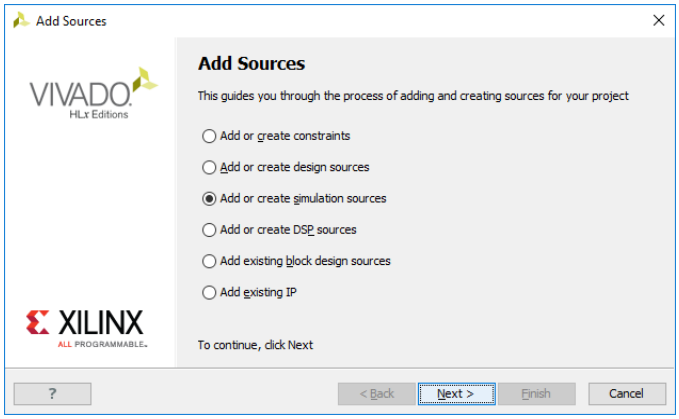

Figure 13. Selecting Simulation Sources option
a. In the *Project Manager* tasks of the *Flow Navigator* pane, click the *Add Sources*, select the *Add or Create Simulation Sources* option as shown in Figure 13, and click *Next*.